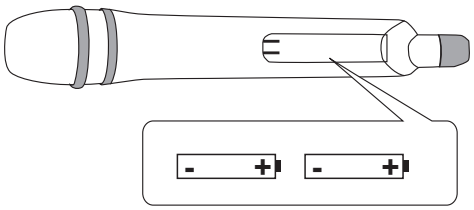

FIGURE 6
2. Take off the transmitter battery cover to expose the battery terminals,as shown in Figure 6.
3. Insert two 1.5VAA alkaline batteries into the battery compartment as shown in Figure 6.Two fresh 1.5V alkaline batteries should typically provide 8 hours of performance time. Two fully charged 1.2V Nicad batteries (1800 mA) should provide 12 hours of performance time. When the LOW BATTERY light on the transmitter turns on, you have 20 minutes of less of useful battery life remaining. Change the battery at you first opportunity.